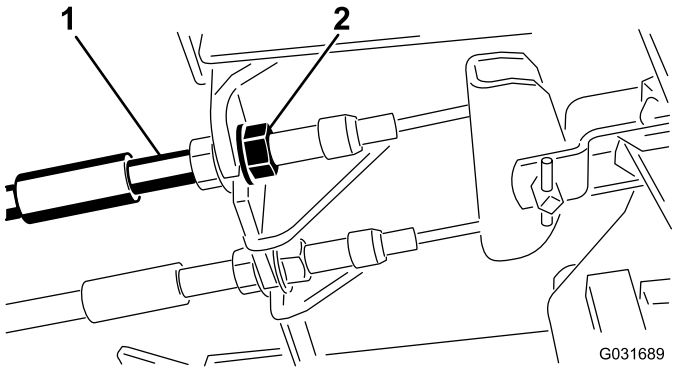

Figur 54
1. Dra åt bromsarna genom att lossa den främre muttern på bromskabelns gängade ände för att minska bromspedalernas spel (Figur 54).